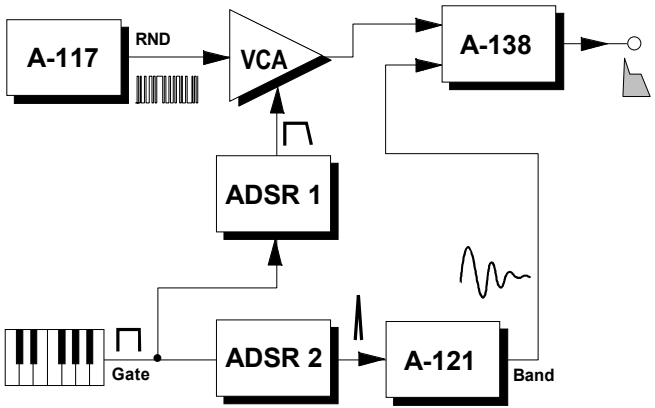

Fig. 3: Producing bass drum sounds
At higher pulse rates, **digital noise** is available at output ❶. For example, you can add this unfiltered to other sounds. In Fig. 3, a patch for an 808-like bass drum sound uses a VCA, two ADSRs (one with a very short envelope) and a band-pass filter, to create a burst of bass energy. This standard bass drum sound benefits from filter ringing - see above.